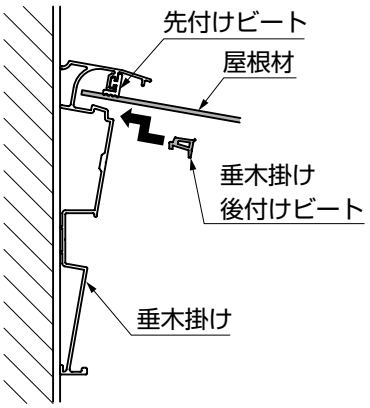

図13-3
④垂木掛け後付けビートを、垂木掛けに差込んでください。（図13-3参照）